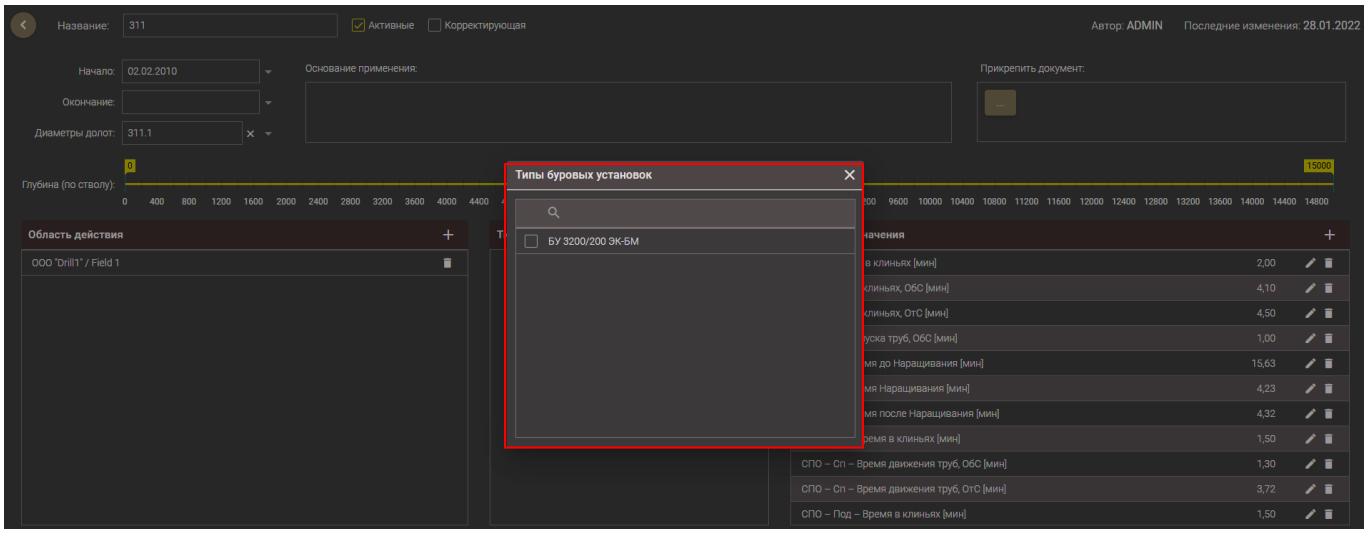

Рис. 2.13
- В таблицу *Типы буровых установок* добавляются объекты, к которым будет применена карта. По нажатию на кнопку открывается окно БУРОВЫЕ УСТАНОВКИ (рис. 2.13), в котором выбирается буровая установка (возможен множественный выбор) и нажимается кнопка . Для удаления объекта в таблице необходимо нажать кнопку напротив него.